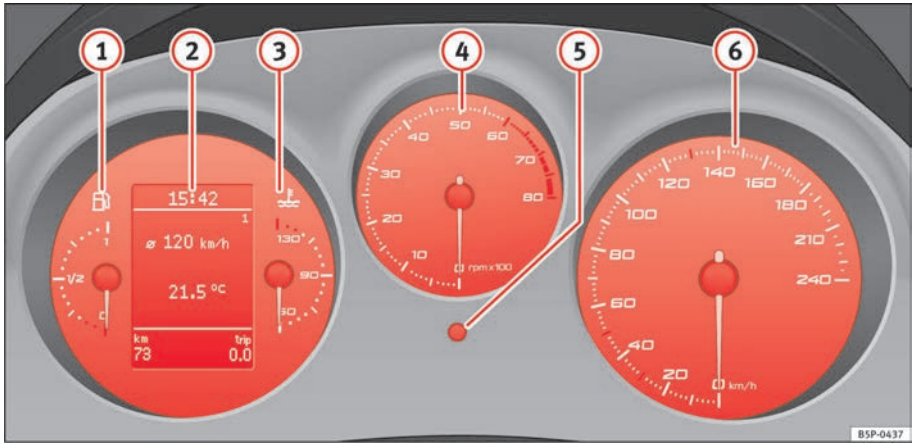

Fig. 33 Detailed view of instrument panel: instrument panel
The start of the red zone ⇒ page 55, fig. 33 (4) indicates the maximum engine speed operating at service temperature. However, it is advisable to change up a into a higher gear, move the selector lever to D or lift your foot off the accelerator before the needle reaches the red zone.
– Turn the setting knob ⇒ page 55, fig. 33 (5) clockwise until the first “click” to set the hour. The hour will flash. To change the hour, press the button.
The right-hand counter registers the short journeys. The last digit indicates steps of 100 metres. The trip recorder counter may be reset by holding down the reset button ⇒ page 55, fig. 33 ⑥ for a few seconds.